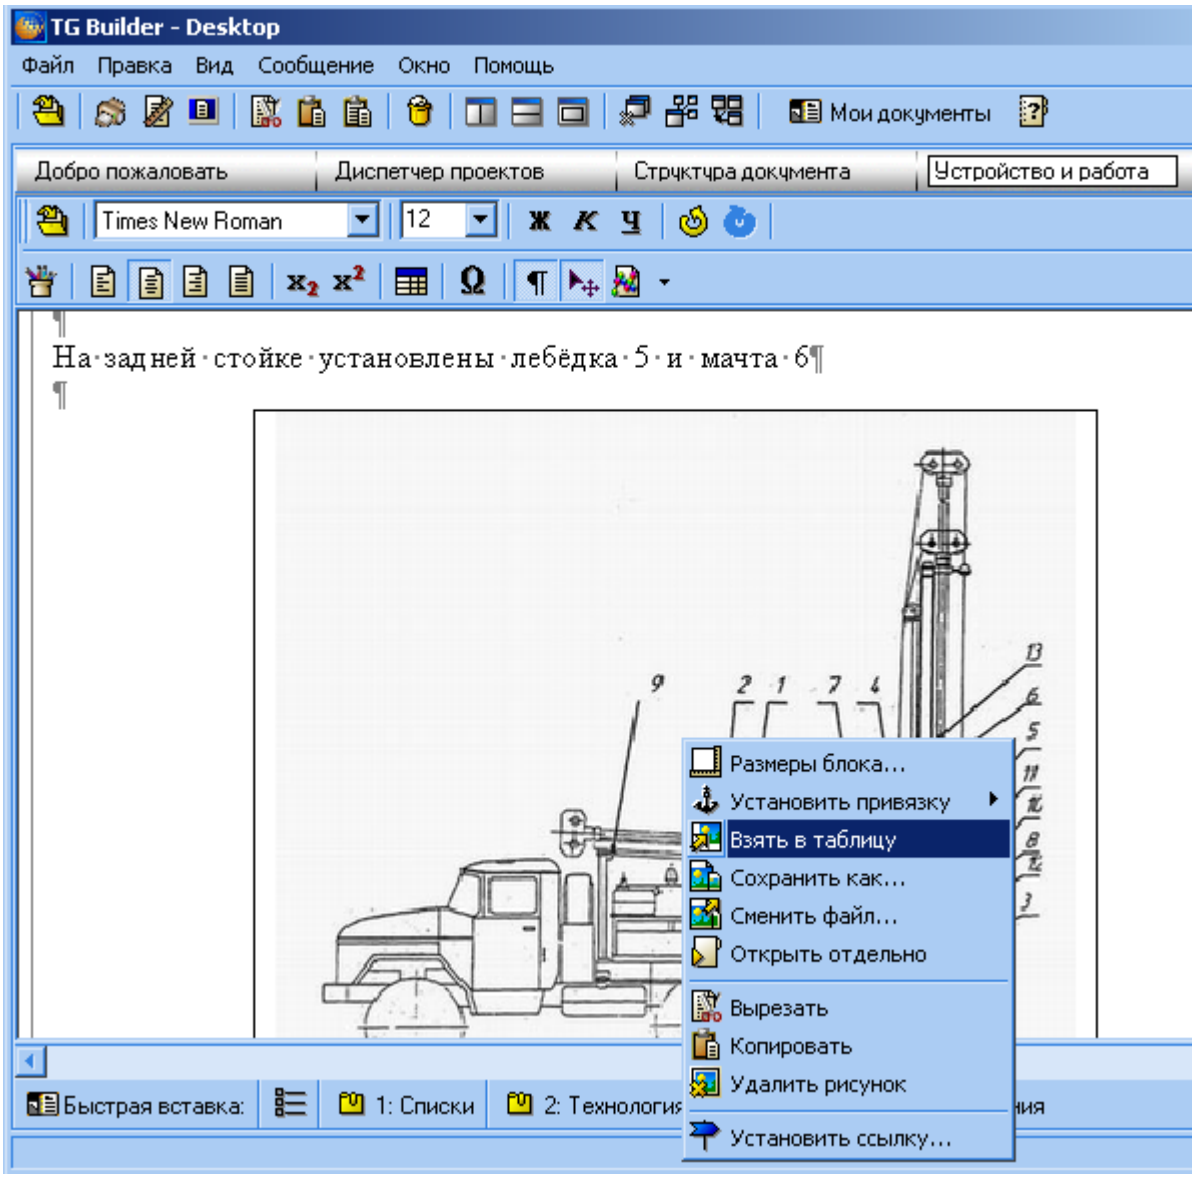

Рис. 17
3. Взять блок в таблицу – щелчком левой кнопки мыши на изображении выделить его, нажать правую кнопку, выбрать «Взять в таблицу» (рис. 17):